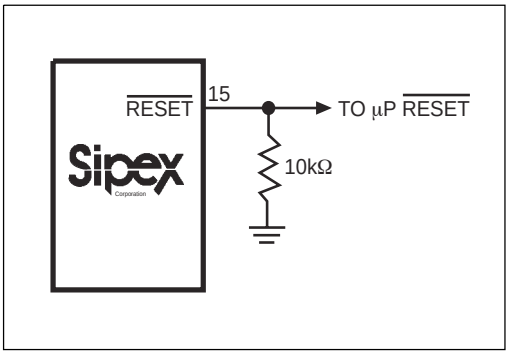

Figure 18. External Pull-down Resistor Ensures $\overline{\text{RESET}}$ is Valid with V_{CC} Down to Ground.
The $\overline{\text{RESET}}$ output is active low, and typically sinks 3.2mA at 0.1V saturation voltage in its active state. When deasserted, $\overline{\text{RESET}}$ sources 1.6mA at typically V_{OUT} – 0.5V. RESET output is open drain, active high, and typically sinks 3.2mA with a saturation voltage of 0.1V. When no backup battery is used, RESET output is guaranteed to be valid down to V_{CC} = 1V, and an external 10kΩ pull-down resistor on $\overline{\text{RESET}}$ ensures that $\overline{\text{RESET}}$ will be valid with V_{CC} down to GND as shown on *Figure 18*. As V_{CC} goes below 1V, the gate drive to the $\overline{\text{RESET}}$ output switch reduces accordingly, increasing the R_{DS}(ON) and the saturation voltage. The 10kΩ pull-down resistor ensures the parallel combination of switch plus resistor is around